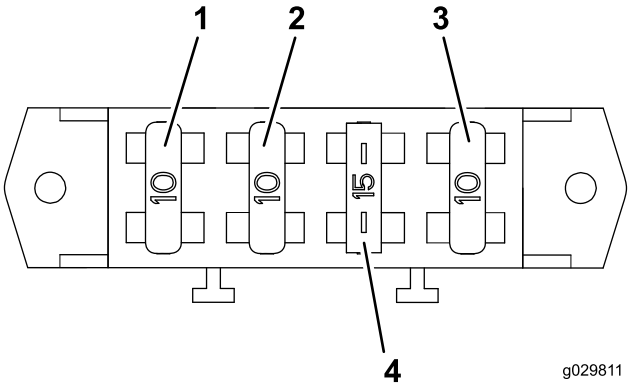

Figure 41
1. Insert the 3 (10 A) and 1 (15A) fuses into the fuse block slot (Figure 41).